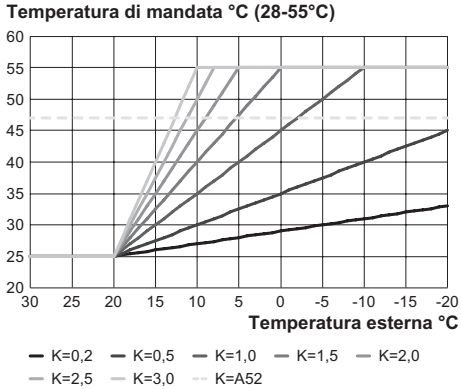
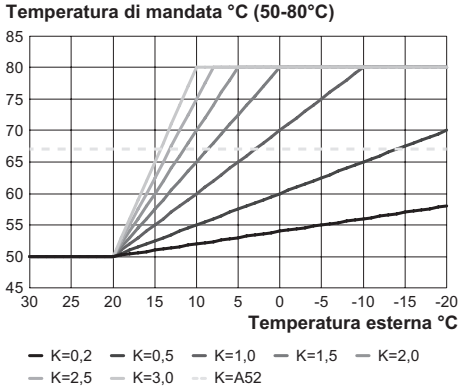

Figura 5.28
Figura 5.29
Con temperatura di regolazione riscaldamento **28-55°C** (Figura 5.28) o con temperatura di regolazione **50-80°C** (preimpostata di fabbrica) (Figura 5.29) (vedere "Selezione del set temperatura riscaldamento" a pag. 43).
- Utilizzando i tasti 16 o 17 è possibile modificare il valore del parametro P08 da un minimo di **1,0** ad un massimo di **3,0** in base alla curva scelta del coefficiente K in Figura 5.28 (il valore letto sul display corrisponde a valori decimali di coefficienti K).